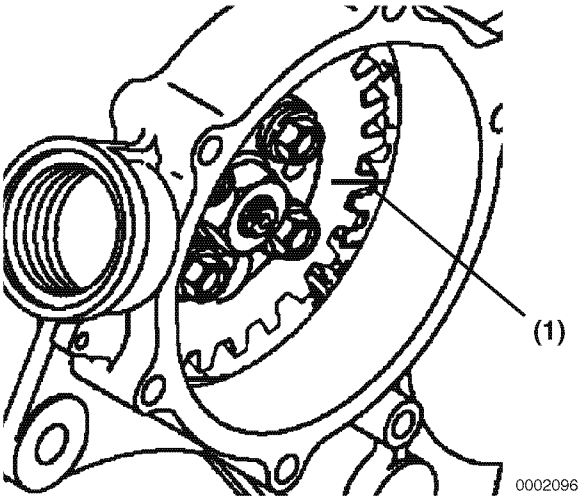

Figure 7-24
TNV94 - 106 model engines **(Figure 7-24, (1))**.